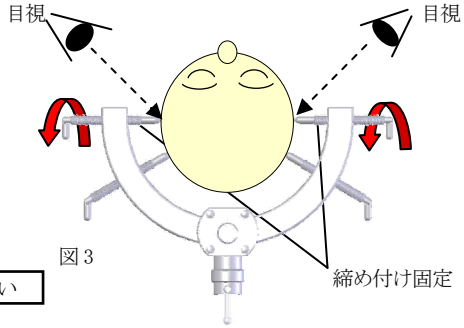

図 3
③ 最後に仮止めしていたスクリューピンを 1/4～1/2 程回転させ、更なる締め付けをして下さい。(図 3)スクリューピンによる過度の締め付けは、頭蓋骨の割れ･陥没･貫通、また、皮膚の裂傷等の恐れがあります。スクリューピンの締め付けは注意して行って下さい。